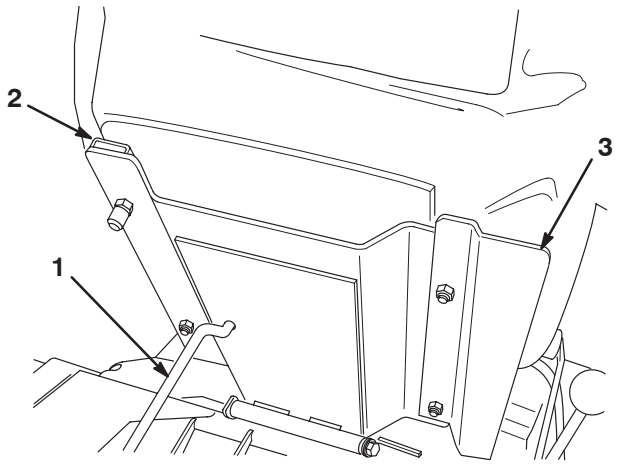

Figura 6
3. Fixe o banco, o painel do banco e as calhas do banco no respectivo suporte com as porcas de bloqueio (5/16 polegadas) (Fig. 6) fornecidas nas peças soltas. Monte o painel do banco do lado direito, na posição mostrada na Figura 6.